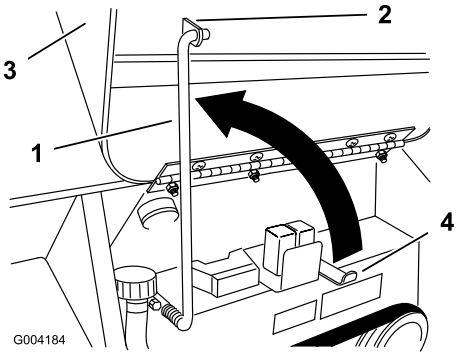

Figuur 26
4. Klap de steunstang omhoog en zet de stang vast in de beugel op de motorkap (Figuur 26).